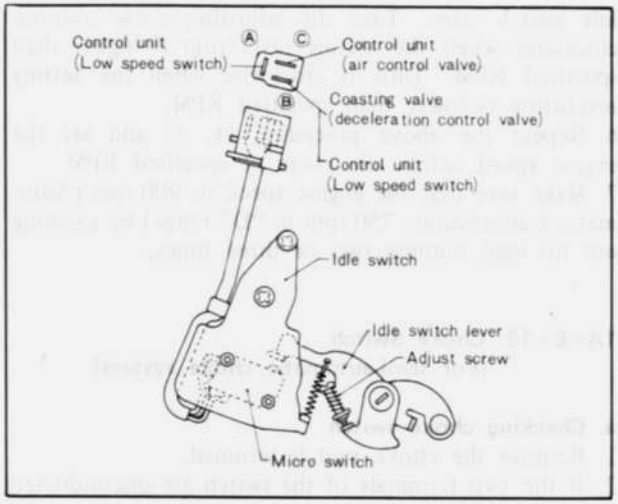

Fig. 1A–59 Checking idle switch (2)
2. If there is conduction between terminal Ⓐ and Ⓒ (Fig. 1A–59), and there is no conduction between terminal Ⓐ and Ⓑ when an external force is applied (when the primary throttle valve is open), the idle switch is normal.